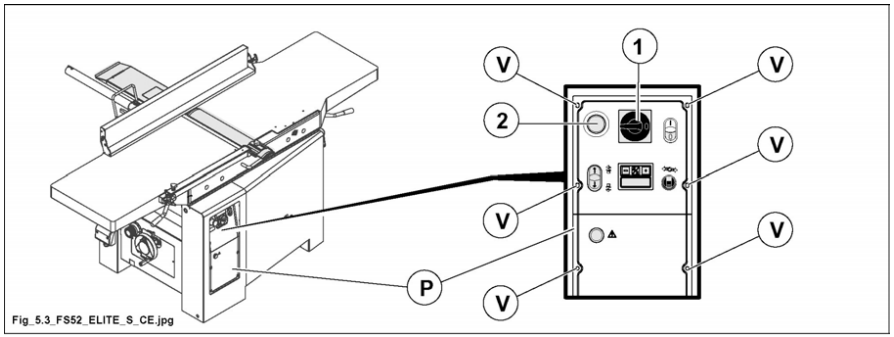

Fig. 5.3
- emergency button (2 fig. 5.3) on control board.
- turning the main switch (1 fig. 5.3) to 0 (OFF) lock it then indicate this with a sign;
- unscrew the screws (V fig. 5.3) to open the control board (P fig. 5.3).
- close the control board (P fig. 5.3).